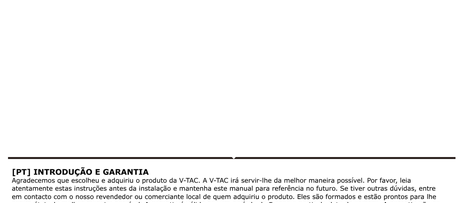

FIG 4 FIG 5 FIG 6
- Screw the retaining bracket to the wall with a suitable quantity of screws. (Figure 4)
- Befestigen Sie die Befestigungsklammern mit genug Schrauben an der Wand. (Bild 4)
- Atornille el soporte de retención a la pared con la cantidad adecuada de tornillos. (Fig. 4)